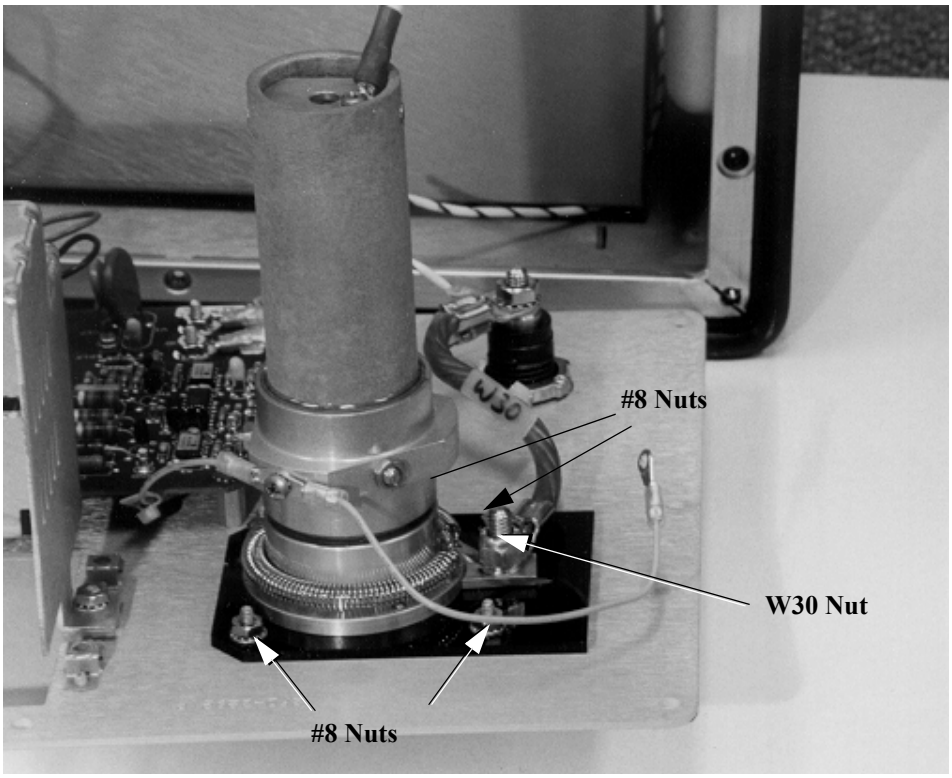

Figure 4.51 HV Pothead, W30 Screw and Nut Locations
2. Remove one 1/4” elastic nut (Figure 4.51), on the back of the Front Panel Assembly to release the W30 cable, using a socket wrench.
3. Remove four #632 nuts with flat washers (Figure 4.51), found in the corners of the black plate beneath the HV Pothead, using an 11/32” socket wrench.